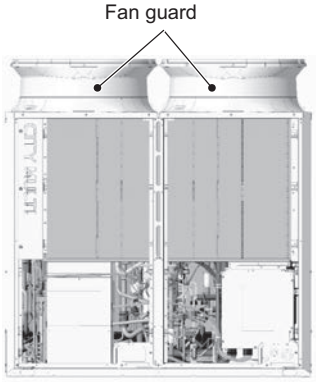

Figure 8
(10) Remove the fan guard by unscrewing the 12 screws. (See Figure 8.)